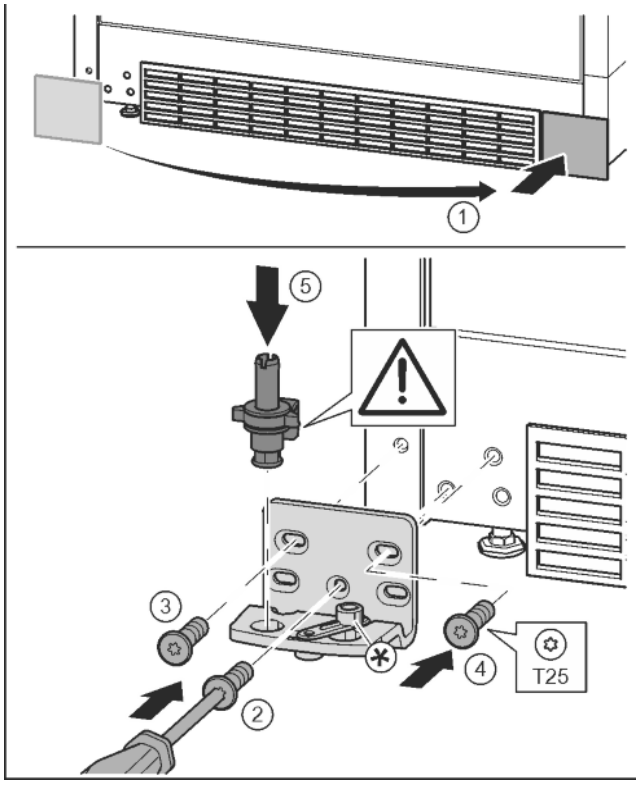

Fig. 17
▶ Снять крышку и поставить с другой стороны. *Fig. 17 (1)*
▶ Установить опорный кронштейн с другой стороны и прикрутить с помощью отвертки T25. Начинать с винта 2 в центре. *Fig. 17 (2)*
▶ Затянуть винты 3 и 4. *Fig. 17 (3, 4)*
▶ Снова установить опорный палец в сборе. При этом следить за тем, чтобы выступ фиксатора был направлен назад. *Fig. 17 (5)*